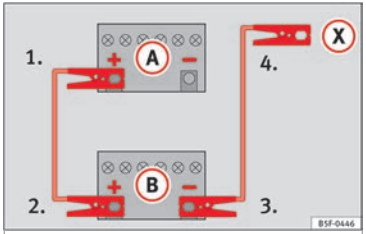

Fig. 74 Diagram of connections for vehicles without Start-Stop system.
2. Connect one end of the *red* jump lead to the positive (+) terminal of the vehicle with the flat battery (A) ››› **Fig. 74**.
3. Connect the other end of the *red* jump lead to the positive terminal (+) in the vehicle providing assistance (B).
4a. *For vehicles without Start-Stop system:* connect one end of the *black* jump lead to the negative terminal (–) of the vehicle providing the current (B) ››› **Fig. 74**.